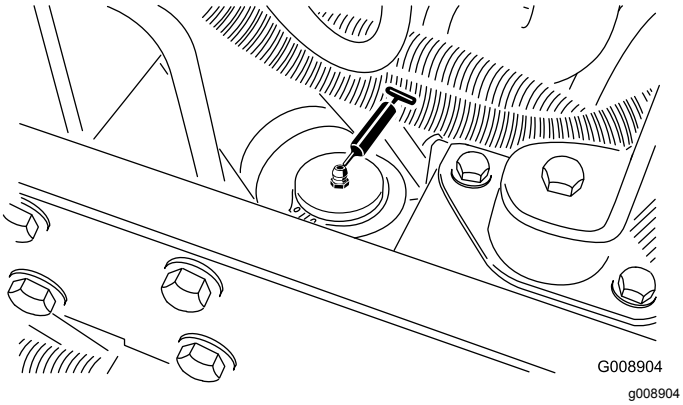

Figure 37
- Steering cylinder (Figure 37)